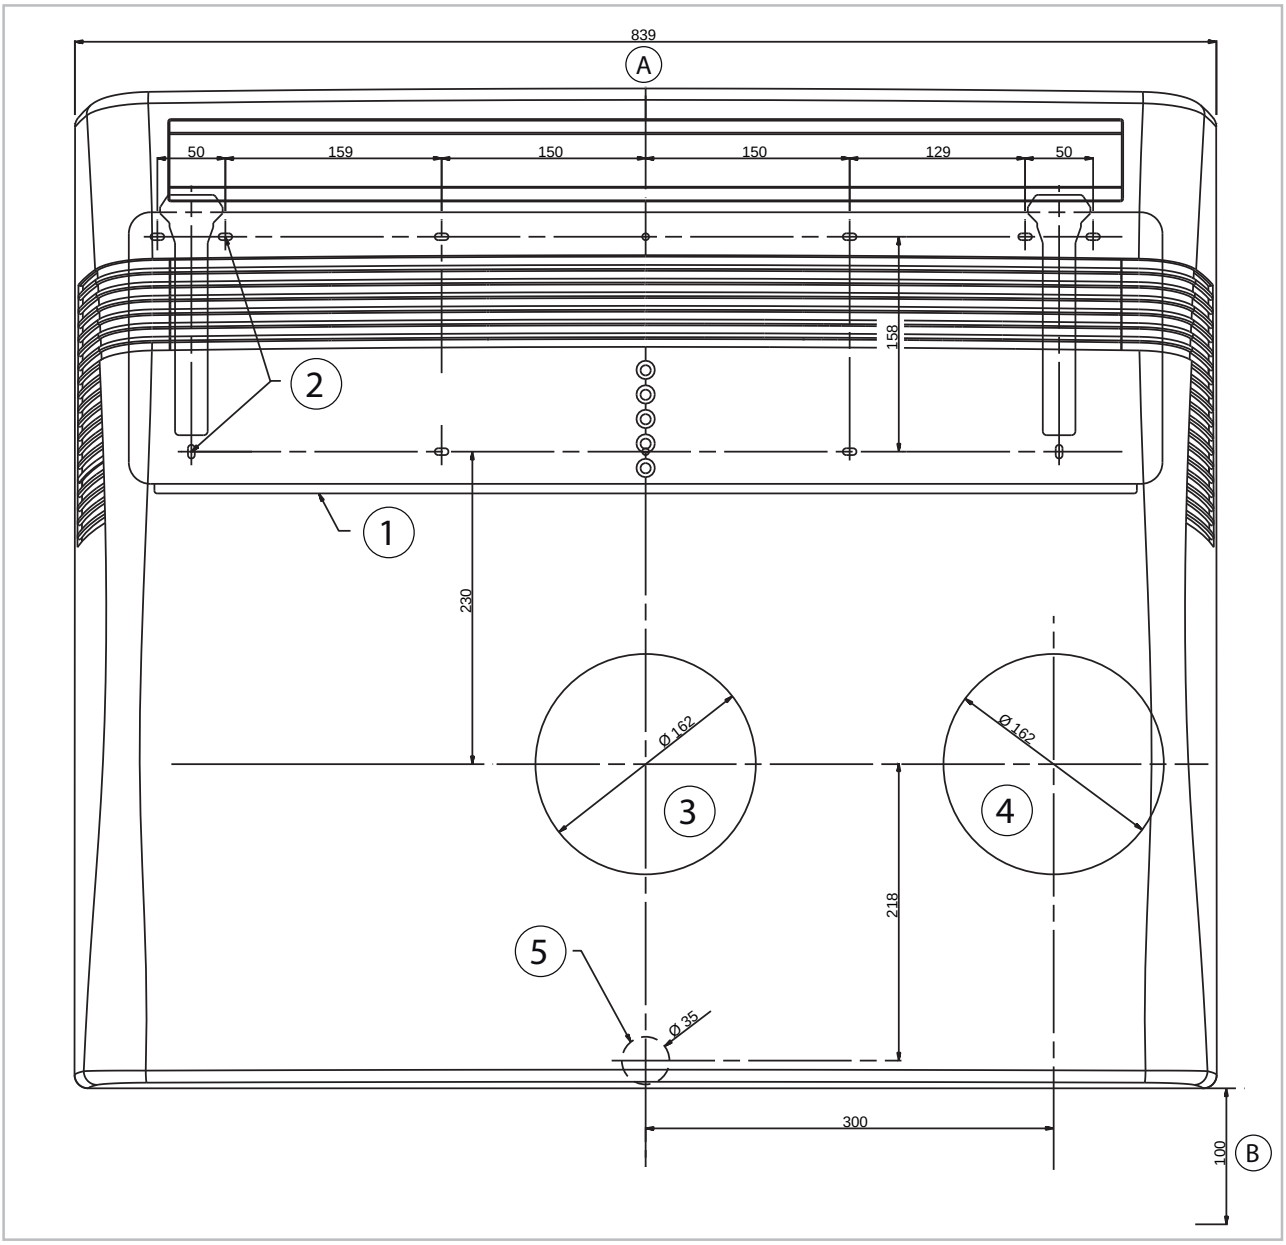

Abb. 13: Montageschablone (im Lieferumfang enthalten)
2. Befestigen Sie die Montageschablone [1] an der Wand. Achten Sie darauf, dass diese in Waage ausgerichtet ist [A] (Detaillierte Zeichnung der Montageschablone siehe Abb. 13).